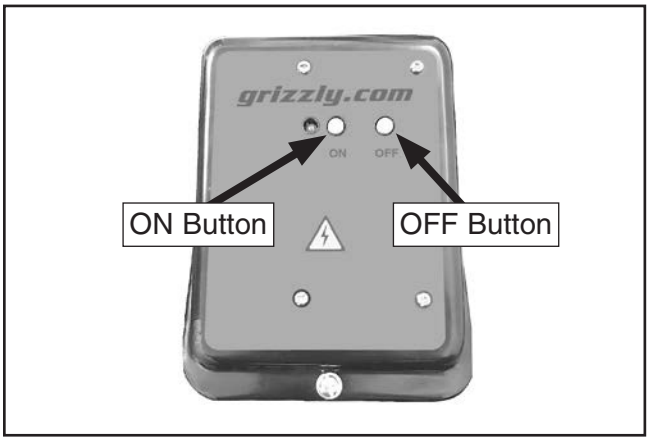

Figure 12. ON/OFF buttons on junction box.
4. Turn machine ***ON***, verify motor operation, then turn machine ***OFF*** (see **Figure 12**).